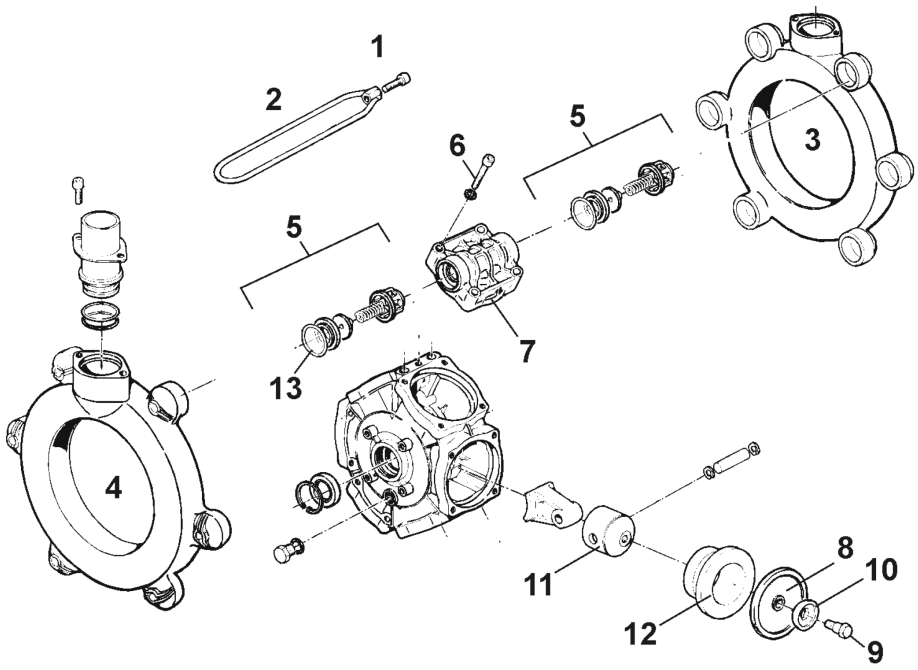

Rys. 161
- Filtry przewodów (Rys. 161/1) zależnie od warunków pracy, należy czyścić co każde 3 – 4 miesiące.